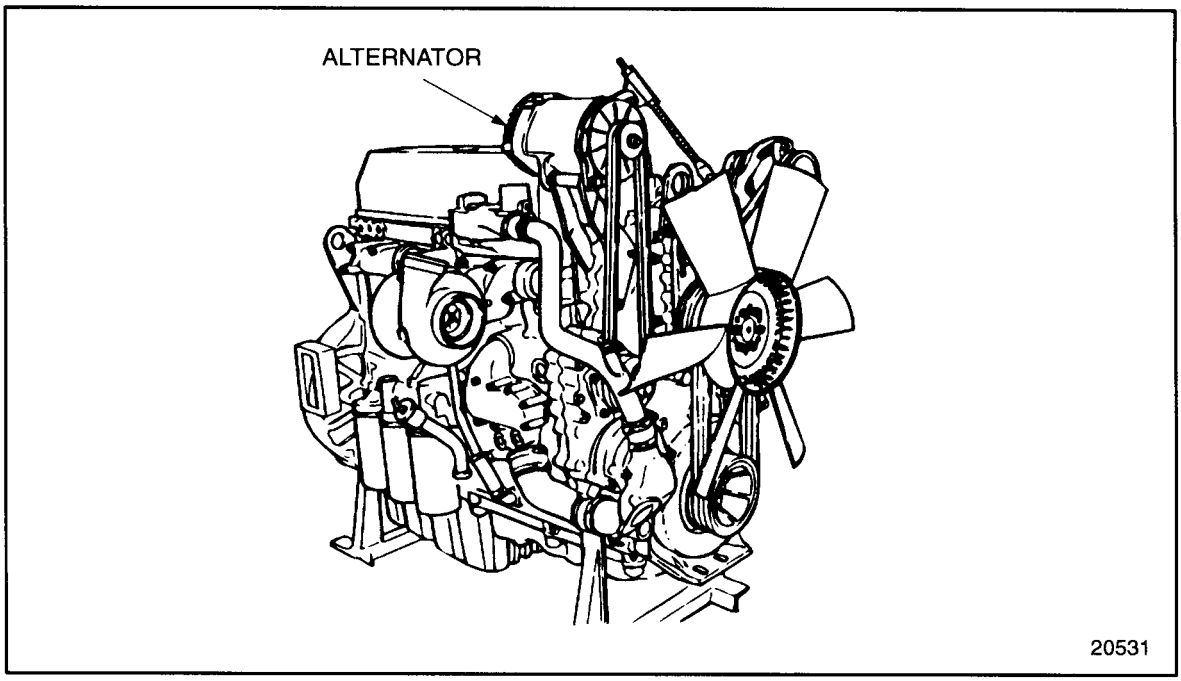

Figure 8-5 Alternator Mounting
The hinge mounted 25 - SI and 33 – SI alternators and the bracket mounted 50 DN alternator are alternating current (AC), self-rectifying units. See Figure 8-5.